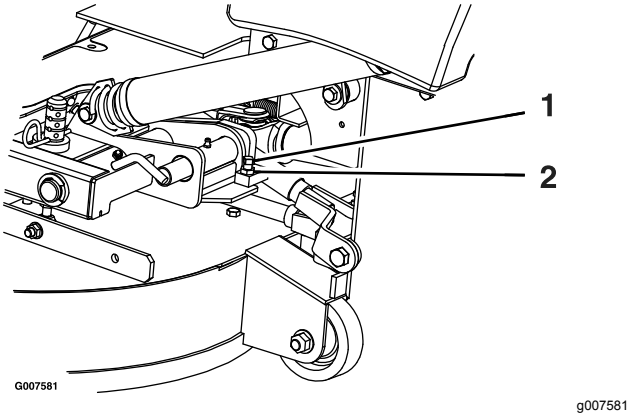

**Figure 73**
2. Desserrez l'écrou de blocage et tournez la vis de butée dans le sens horaire jusqu'à ce que la goupille de verrouillage soit serrée et ne puisse pas être tournée à la main (Figure 73).